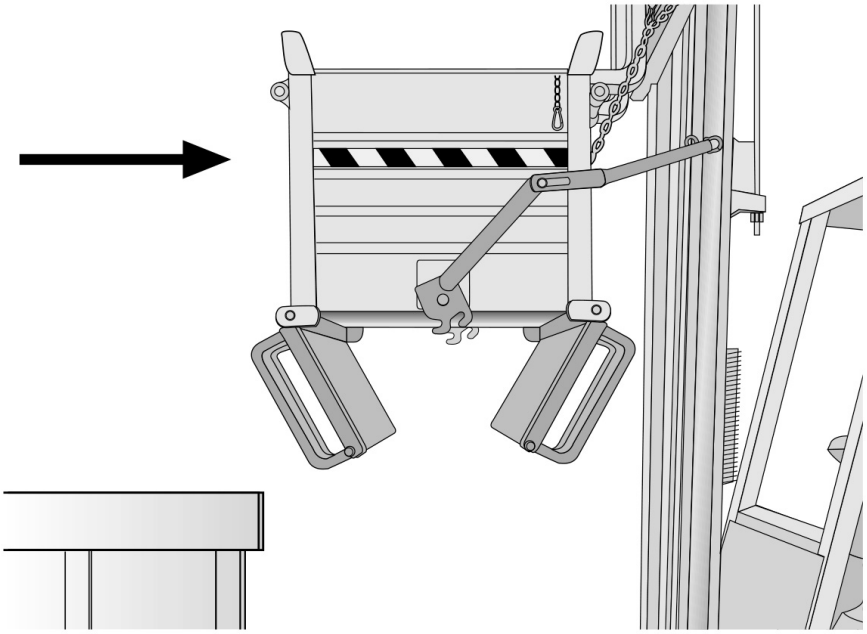

Bild 6.2.9
• 6.2.12 Bewegen Sie sich rückwärts, um die Entladezone zu verlassen **(Bild 6.2.9).**